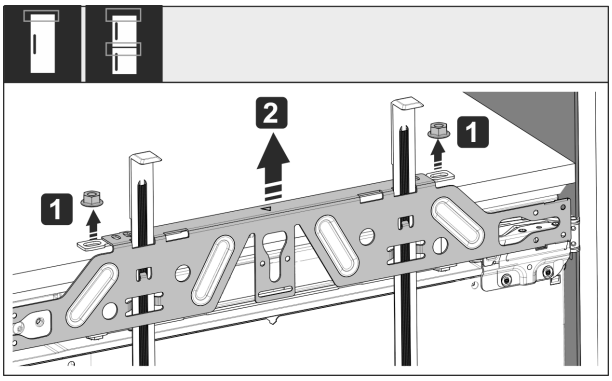

Fig. 58
▶ Desfaceți contrapiulițele *Fig. 58 (1)*.
▶ Detașați traversa de fixare *Fig. 58 (2)*.